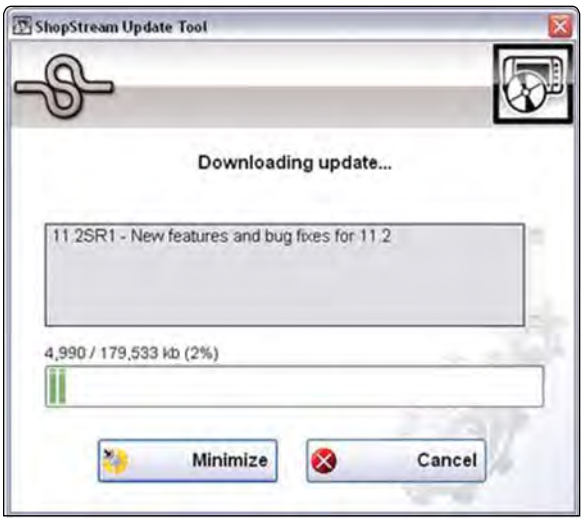

Figure 13-5 *Typical - Downloading update window*
- If updates are found, they will automatically begin to download (Figure 13-5).
The percentage status bar may not always be displayed while downloading (Figure 13-5).